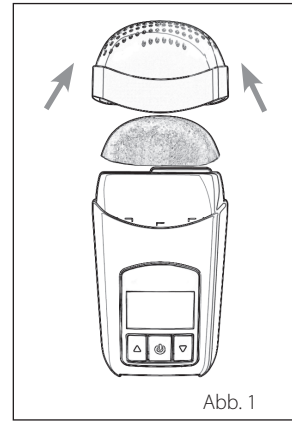

Abb. 1
6. Drücken Sie die ***Endkappe*** auf ***das Z1***. (Abb. 1)